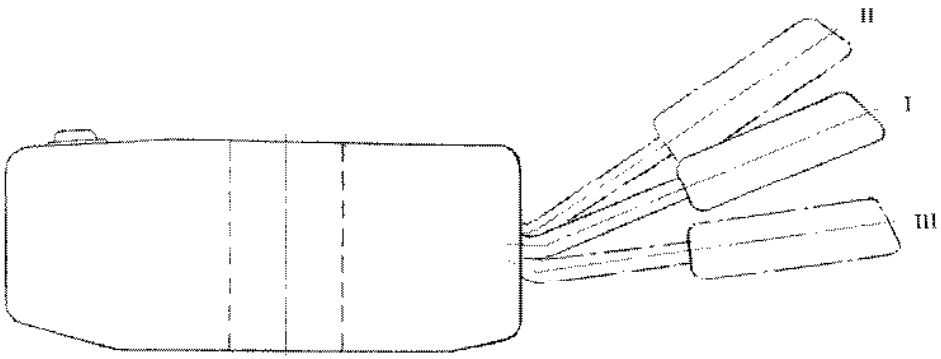

Рис. 23 Схема положений рукоятки комбинированного переключателя указателей поворота и света
– включение дальнего света производить рукояткой, повернув её в положение III (рис. 23).